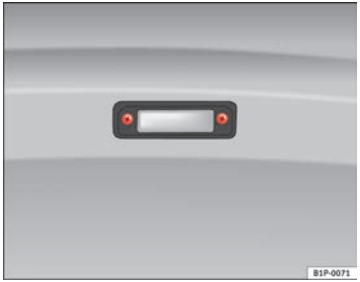

Fig. 237 Number plate light
– To remove the light cover, unscrew the bolts ⇒ fig. 237.